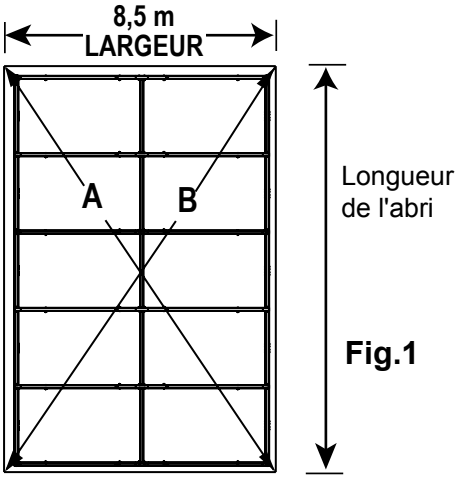

Fig.1
A. Piquetez l'emplacement de l'abri à l'endroit choisi. La largeur de l'emplacement doit être au moins égale à la largeur de l'abri et sa longueur, à celle de l'abri (fig. 1).